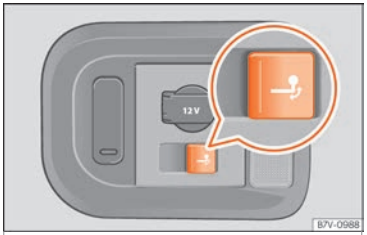

Fig. 280 Right side of the boot: button to electrically release the tow hitch ball
- Press the knob briefly ››› Fig. 280. The tow ball is released electronically and folds out automatically; the button indicator will blink.
- Press the knob briefly ››› Fig. 280. The tow ball is electronically released; the indicator blinks.